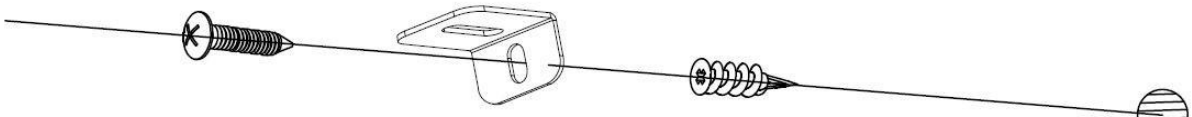

Fig 3-3
C. Instale el ancla de plástico en la pared seca, luego instale el tornillo **B** (suministrado) en el agujero del soporte L en el ancla de la pared para asegurar la chimenea de salir de los ganchos. **(Fig 3-3)**